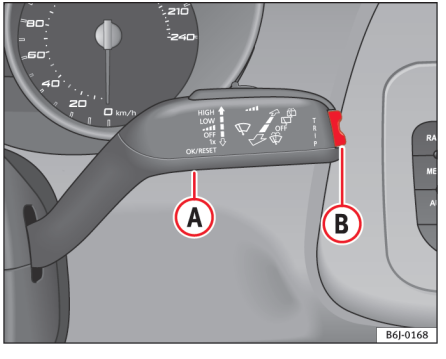

Fig. 32 Betjeningsarm til viskere og sprinklere: knappen A og vippeknappen B
Hvis du trykker på vippeknappen ⇒ fig. 32 (B) på betjeningsarmen til viskerne, kan du skifte mellem følgende visninger i kørecomputeren: